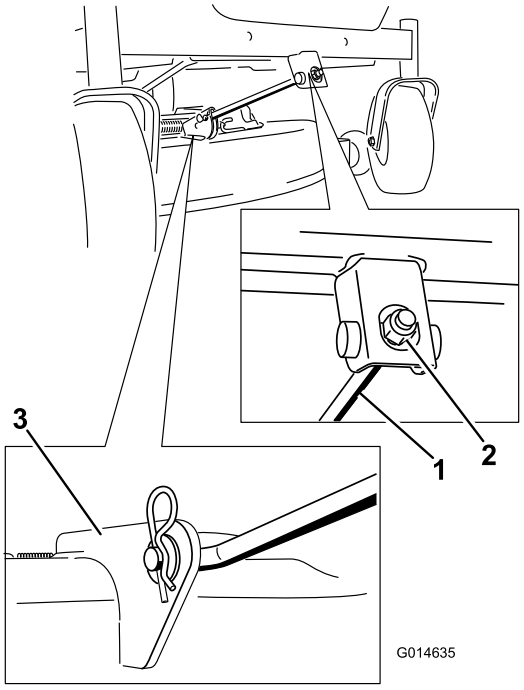

Figuur 66
5. Verwijder de R-pen (haarspeldveer) uit de voorste steunstang en neem de stang uit de beugel van het maaidek (Figuur 66).
6. Bevestig de voorste steunstang aan het maaidek met de gaffelpen en de R-pen (haarspeldveer) (Figuur 66).